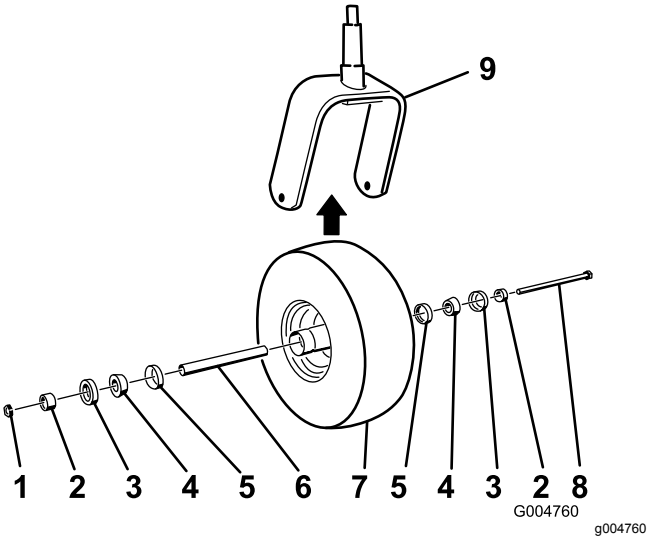

**Rysunek 41**
2. Zdejmij nakrętkę zabezpieczającą ze śruby (Rysunek 41).
5. Zamontuj koło samonastawne, wciskając łożyska stożkowe i uszczelki wypełnione smarem do piasty koła ustawionej w sposób pokazany na Rysunek 41.